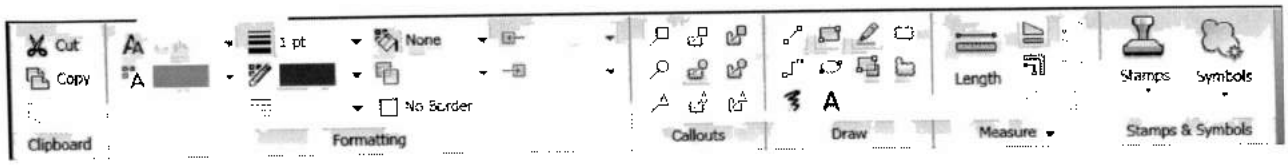

Рис. 30.3. *Лента Markup& Measure*
- **Markup & Measure** (Пометки и измерения) (рис. 30.3) – инструменты для обмера модели и внесения пометок и замечаний: